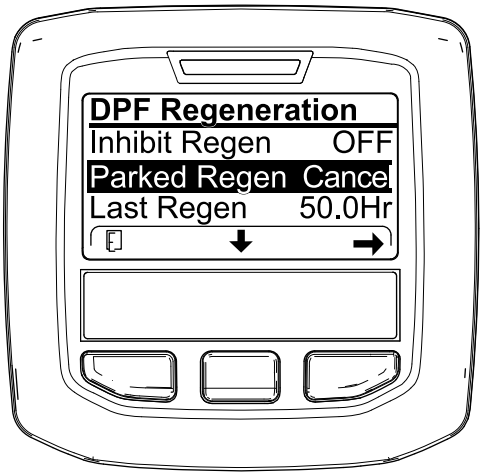
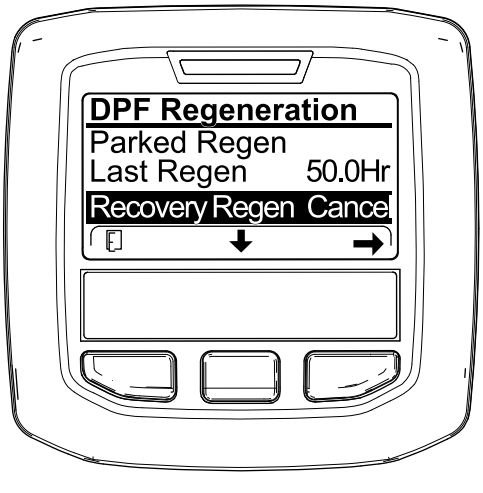

Figuur 64
Figuur 65
1. Ga naar het menu DPF Regeneration (Figuur 64).
2. Druk op de middelste knop om naar de optie PARKED REGEN CANCEL (Figuur 64) of RECOVERY REGEN CANCEL te gaan (Figuur 65).
3. Druk op de rechterknop om Regen Cancel te selecteren (Figuur 64 of Figuur 65).